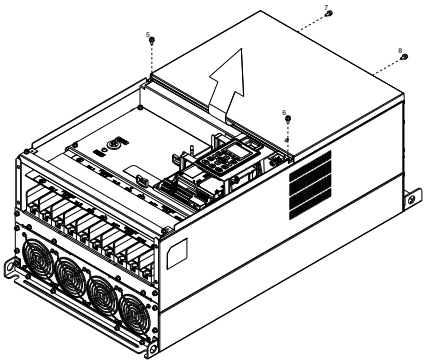

Figure 2
2. Loosen the screw (figure 2) and remove the cover.